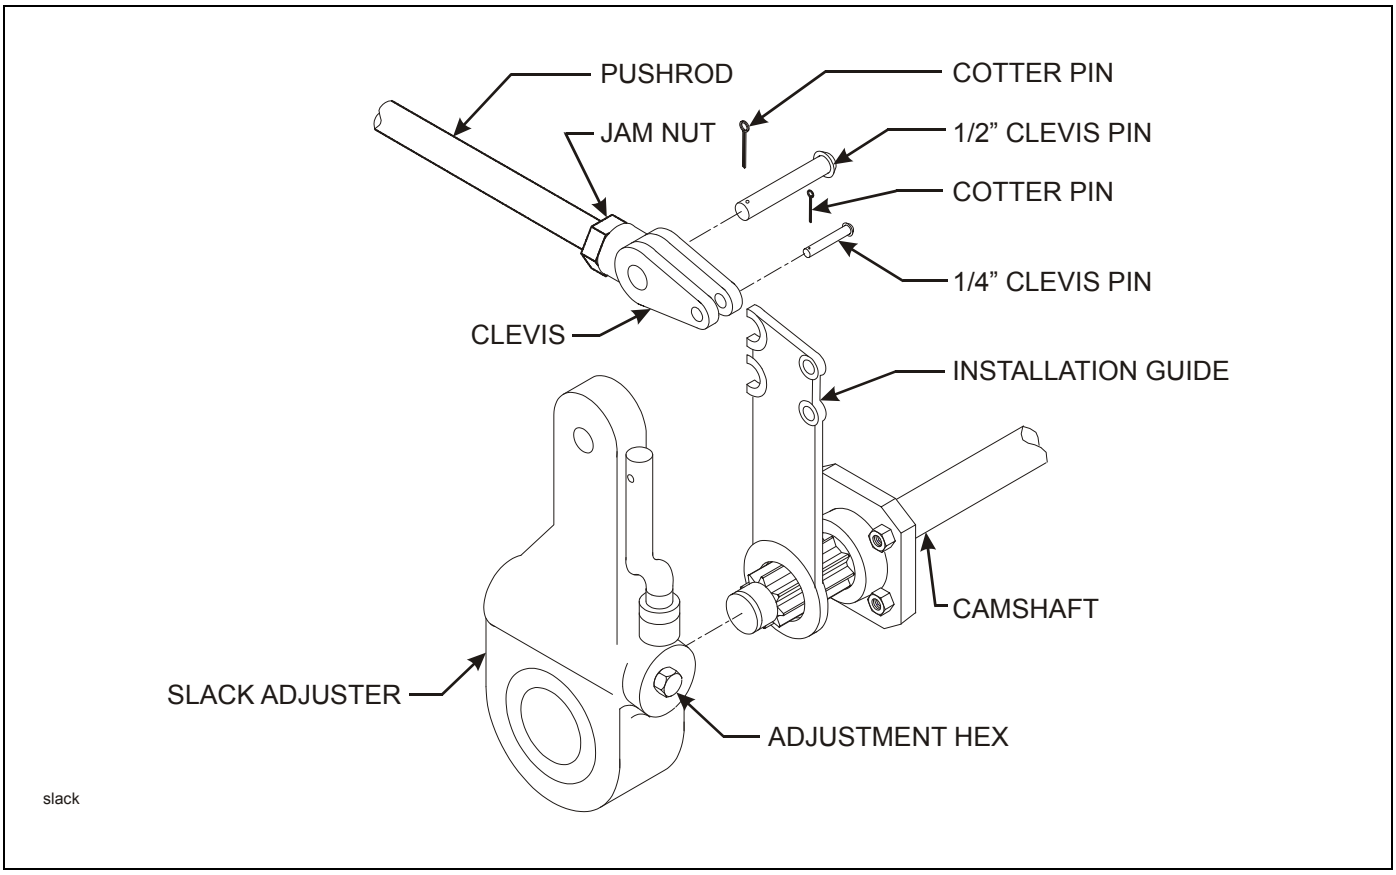

Figure 4-14: Slack Adjuster
4. Disconnect the slack adjuster from the connecting rod by removing the clevis pin **(See Figure 4-14.)**
4. Remount the brake chamber on the axle brackets and reconnect the air service hoses and the slack adjuster connecting rod **(See Figure 4-14.)**
2. Check that the push rod is fully retracted, apply air to release spring brake **(See Figure 4-14.)**